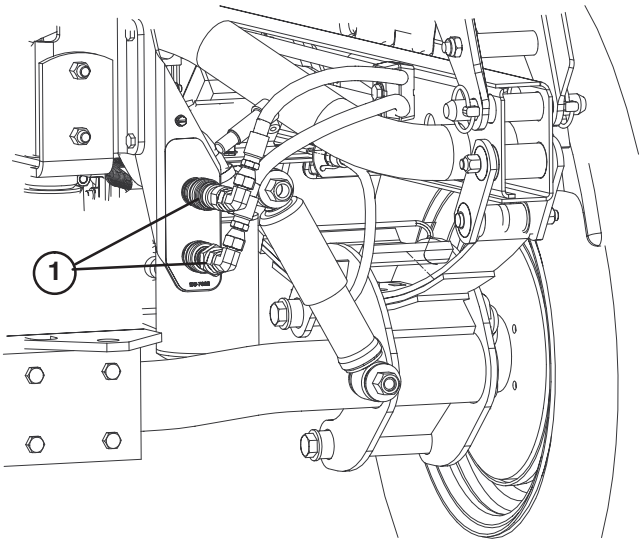

Bild 73
- Schließen Sie an beiden Fahrzeugen die beiden Schnellkupplungsschläuche von den Schläuchen ab, die an der Schnellkupplungshalterung befestigt sind (Bild 73).